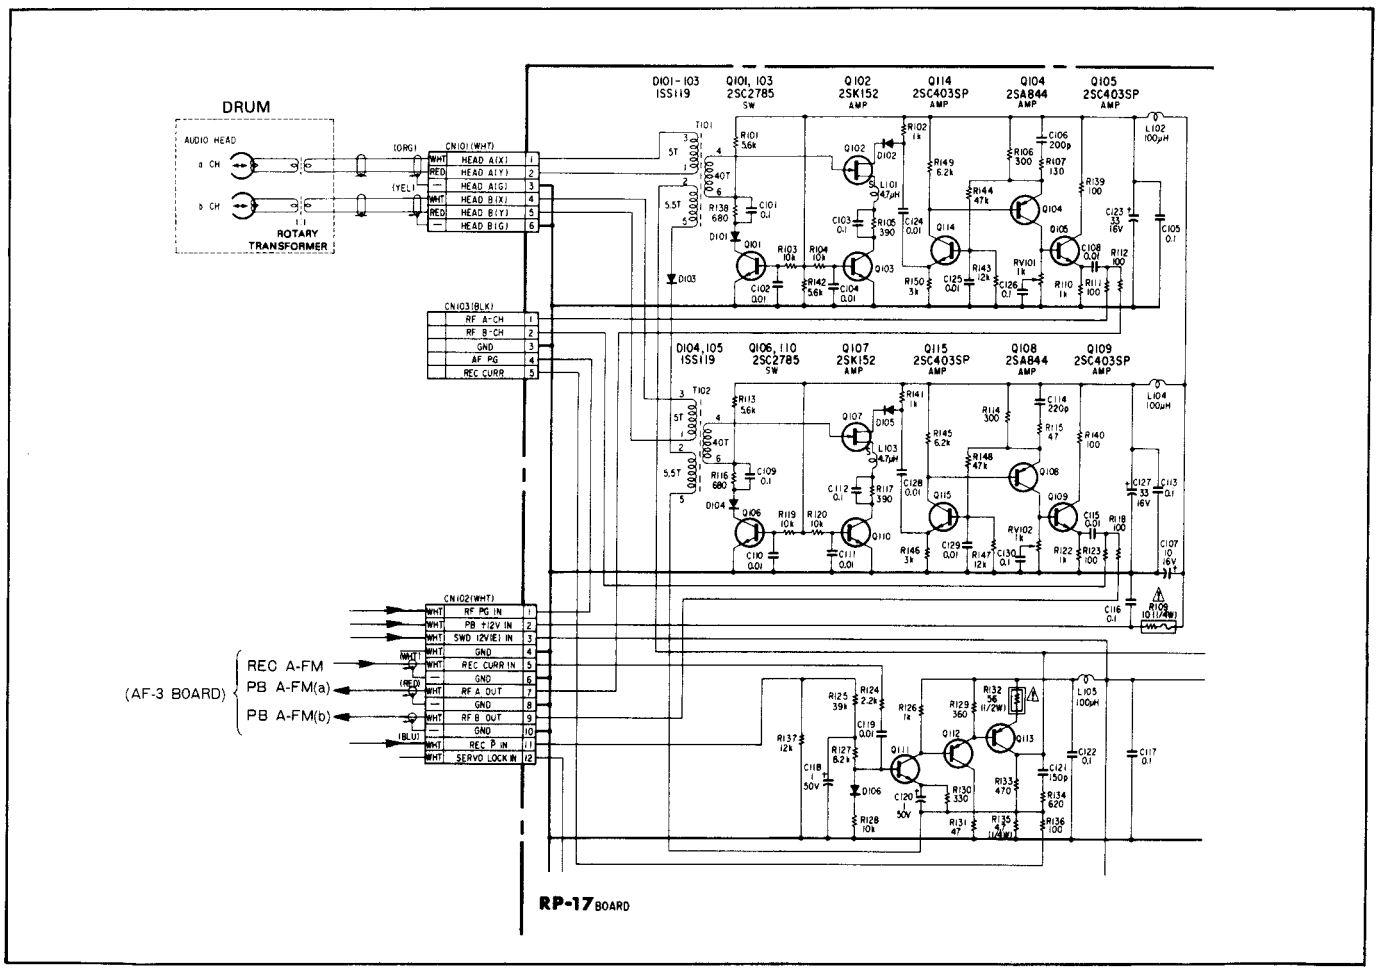

Fig. 4-15 AFM Signal REC/PB Process Circuit Diagram
2. Signal Flow During Playing Back (See Fig. 4-15.)